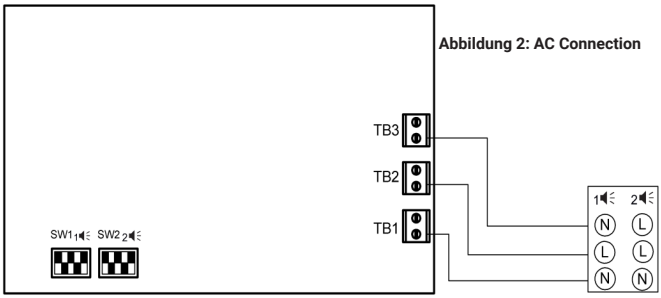

Abbildung 2: AC Connection
- Wie bei den DC-Geräten haben die AC-Geräte einen wählbaren Ton über den DIP-Schalter SW1, siehe Abbildung 2.
- Eine zweite Stufe kann durch Anlegen einer zusätzlichen „N"-Verbindung an die TB3-Klemme auf der Platine aktiviert werden, wie in Abbildung 2 gezeigt.